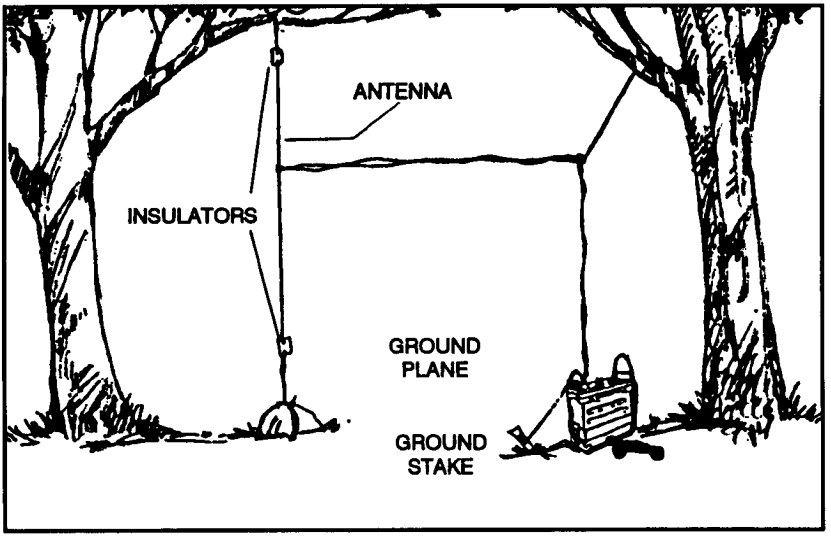

Figure 7-14. Expedient patrol antenna.
(2) ***Expedient patrol antenna.*** *This* is another antenna that is easy to carry and quick to set up (Figure 7-14, page 7-20). The two radiating wires are cut to the length shown in Table 7-2 for the operating frequency. For the best results, the lead-in should extend at least 1.8 meters (6 feet) at right angles (plus or minus 30 degrees) to the antenna section before dropping to the radio set. The easiest way to set up this antenna is to measure the length of the radiating elements from one end of the lead-in (WD-1) and tie a knot at that point. The two wires are separated: one is lifted vertically by a rope and insulator;